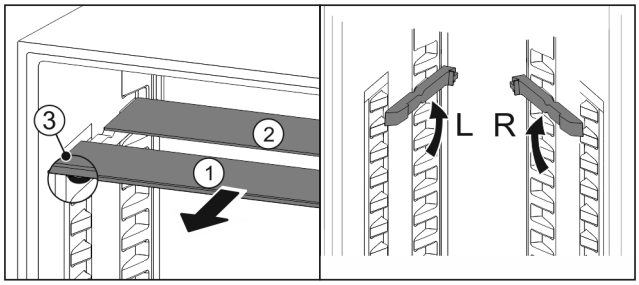

Fig. 99
▶ Træk glaspladerne ud enkeltvis fremad *Fig. 99 (1)*.
▷ Glaspladen *Fig. 99 (1)* med pyntelisten ligger foran.
▷ Stoppene *Fig. 99 (3)* peger nedad.